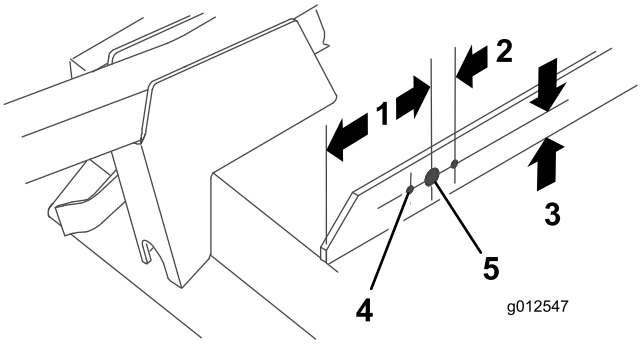

Figura 19
2. Servendovi delle dimensioni riportate nella Figura 19, individuate, contrassegnate e praticate un foro con diametro di 13/16 poll. e due fori del diametro di 13/32 poll. nella barra ponte destra.